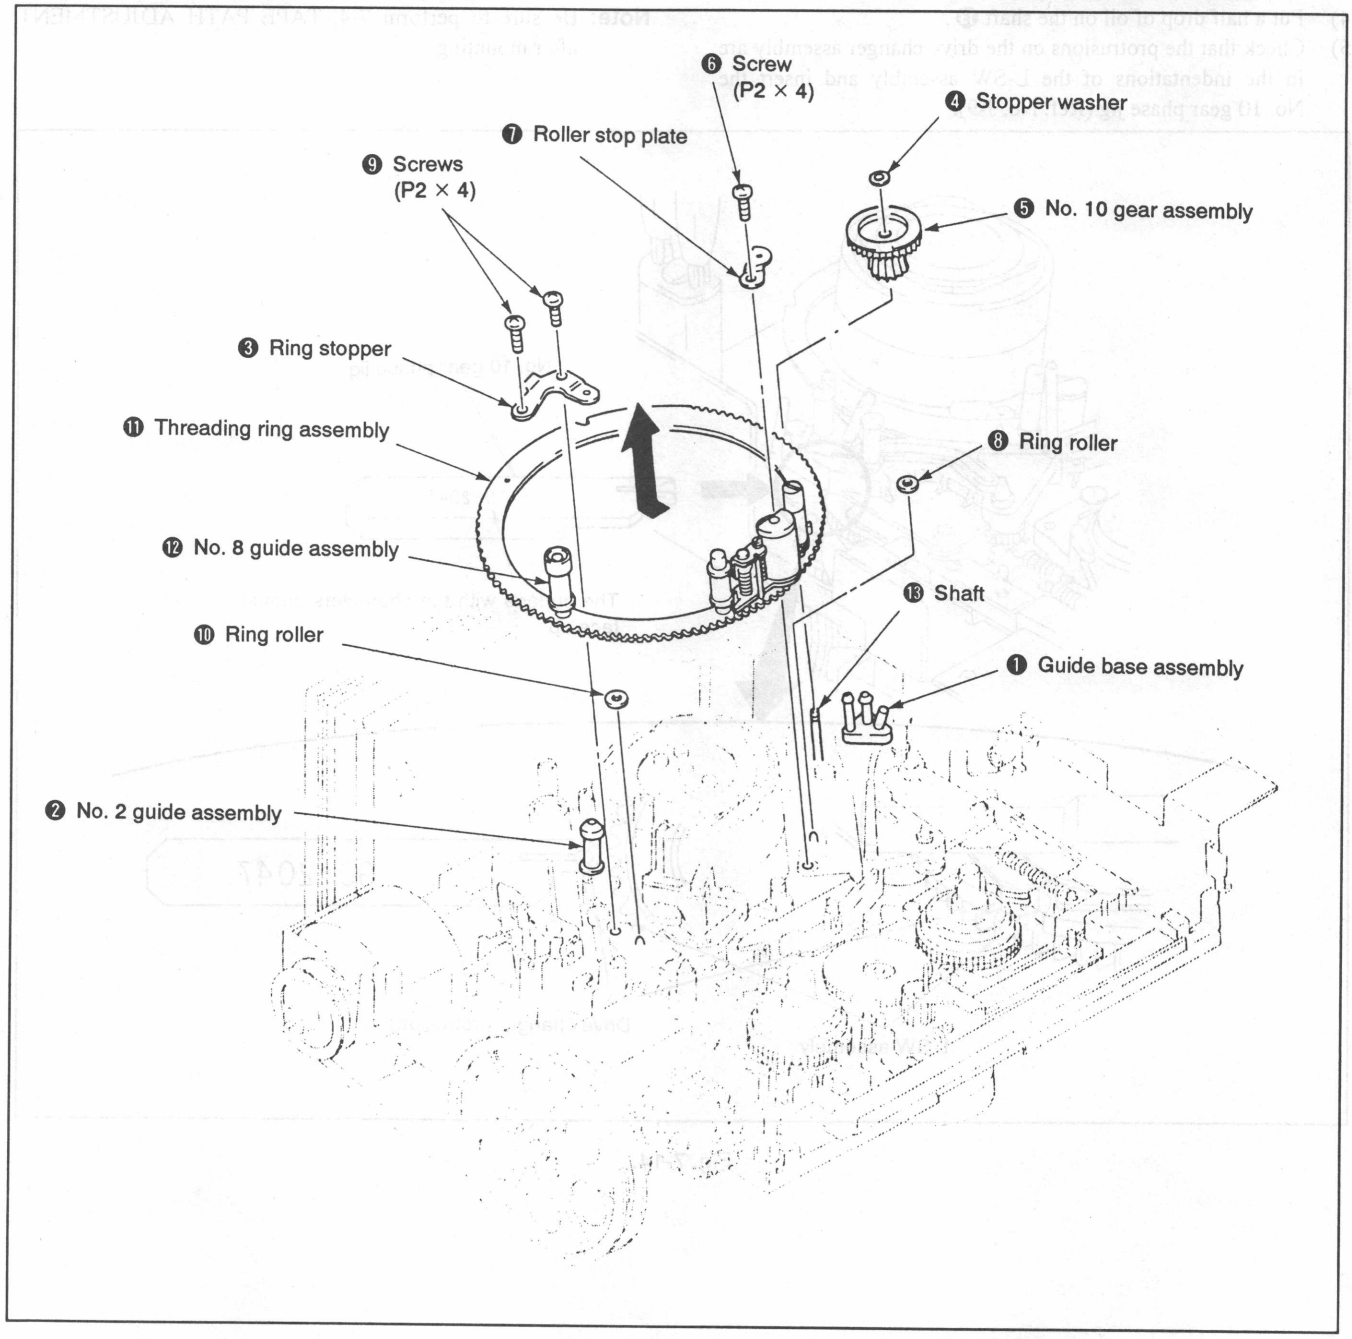

Fig. 7-13.
1. Removal (See Fig. 7-13.)
1) Remove the threading ring assembly according to 7-3-8. 1. Removal. (See Fig. 7-13.)
6) Mount the threading ring assembly according to 7-3-8. 2. Mounting. (See Fig. 7-13.)
2) Remove screw ❶ and E ring ❷.
3) Remove the slant guide chassis assembly ❸.
3) Insert the E ring ❷ and tighten with screw ❶.
5) Mount the threading ring assembly according to 7-3-8. 2. Mounting. (See Figs. 7-13. and 7-14.)